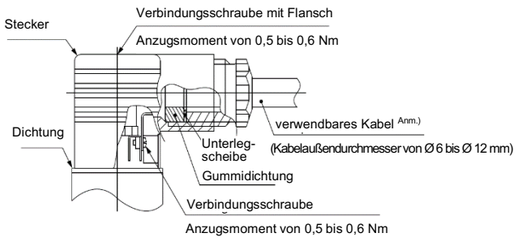

Abb. 5
- Die Schrauben und Schraub-/Steckverbindungen gemäß Abb. 5 anziehen.